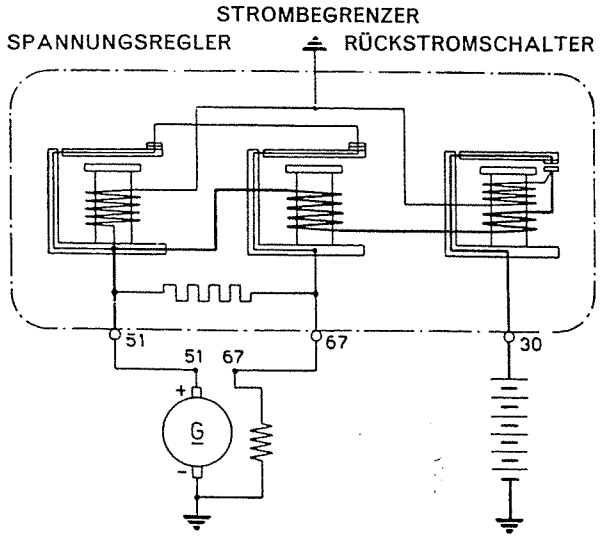

Abb. 339 - Schematische Darstellung der Reglergruppe GN 1/12/16.
1. - Man achte darauf, dass die Verwechselung der Klemmen 67 und 51 der Reglergruppe (also die irrige Verbindung des von der Lichtmaschine kommenden Kabels - mit 67 numeriert - mit der Klemme 51 der Reglergruppe und des Kabels 51 mit der Klemme 67) eine **sofortige** Beschädigung der Gruppe zur Folge haben würde, weil der von der Lichtmaschine erzeugte und von ihrer Klemme 51 zur Klemme 67 der Reglergruppe geleitete Strom (siehe Abb. 339 und 340) an die Verbraucher und die Batterie über die Kontakte des Strombegrenzers und des Spannungsreglers gelangen würde. Die Folgen kann man sich leicht vorstellen: sobald die steigende Lichtmaschinenspannung die Oeffnung der Kontakte des Spannungsreglers (oder des Strombegrenzers, je nach dem Ladezustand der Batterie und der Stromaufnahme der Verbraucher) bewirkt, dann entsteht zwischen genannten Kontakten, die jetzt nicht nur die Aufgabe haben. den Reglerwiderstand einzuschalten, sondern den ganzen von der Lichtmaschine abgegebenen Strom unterbrechen müssen, eine starke Funkenbildung, die sofort Materialabschmelzungen, Erhitzung des gesamten Kontaktes, Oxydationen usw. verursacht.